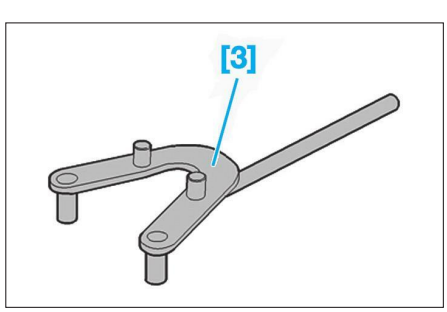

**Fig. 51**
- [3] Outil d'immobilisation de la poulie d'arbre à cames (réf. 6016-T) **(Fig.51)**.